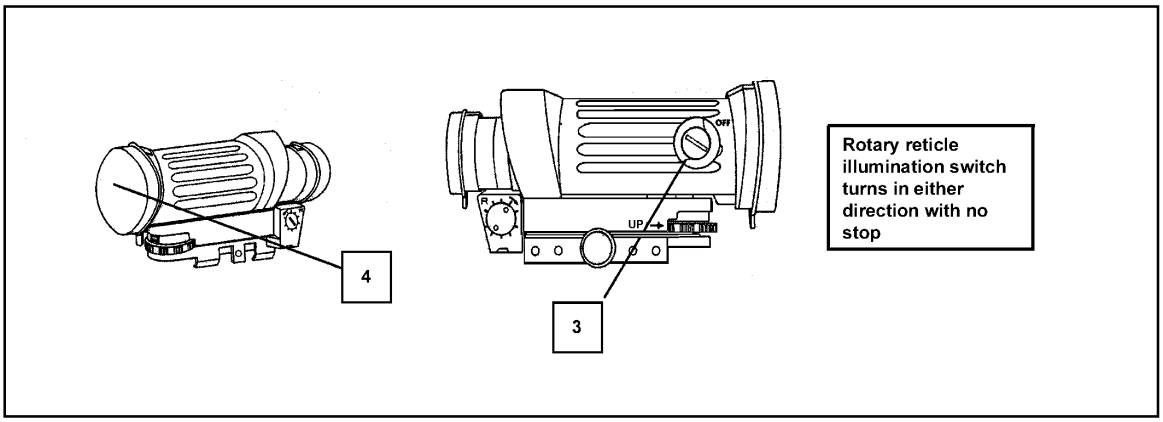

Figure G-37. Rotary reticle illumination switch.
c. Reinstall the battery cap (1) by holding the rotary reticle illumination switch (3) stationary turning clockwise until snug. Tighten by hand only.
d. Open the rear lens cover (4). Turn the rotary reticle illumination switch (3) and look through rear lens. Verify that the reticle is illuminated. If not, replace the battery. When finished, turn the rotary switch to the OFF position, and then replace the rear lens cover (Figure G-37).